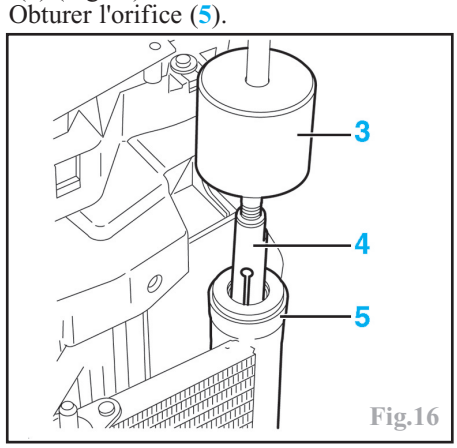

Fig.16
-la cartouche filtrante avec les outils **1671-TA** (3) muni de l'embout **1671-TD** (4) (Fig.16).